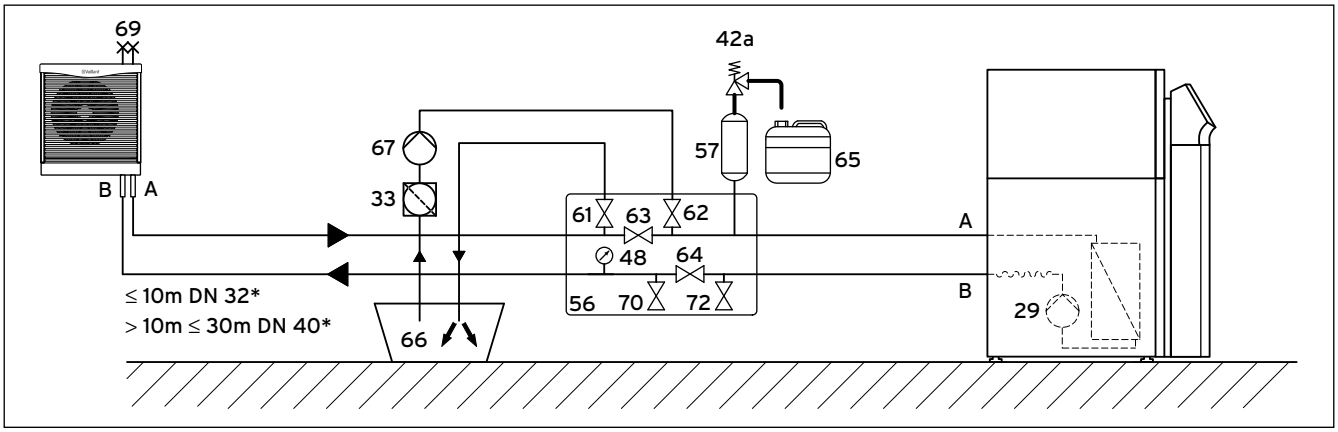

Abb. 6.4 Solekreis mit einer Außeneinheit und Wärmepumpen-Solebefüllstation (* einfache Strecke)
- Öffnen Sie ggf. alle weiteren Absperrventile, die in **→ Abb. 6.4** und **6.5** nicht gezeigt sind.